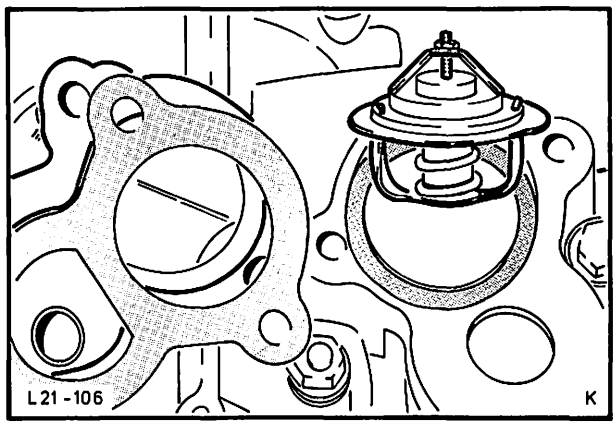

Abb. 142 Wasserauslaßstutzen mit Thermostat
9. Wasserauslaßstutzen (3 Schrauben) von Ansaugkopf abschrauben und Thermostat herausnehmen, Abb. 142.